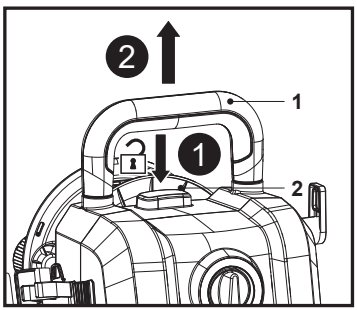

Fig. 16
1. Ține apăsat butonul de blocare a mânerului (2) și trage mânerul de transport (1) complet până se oprește (fig. 16).